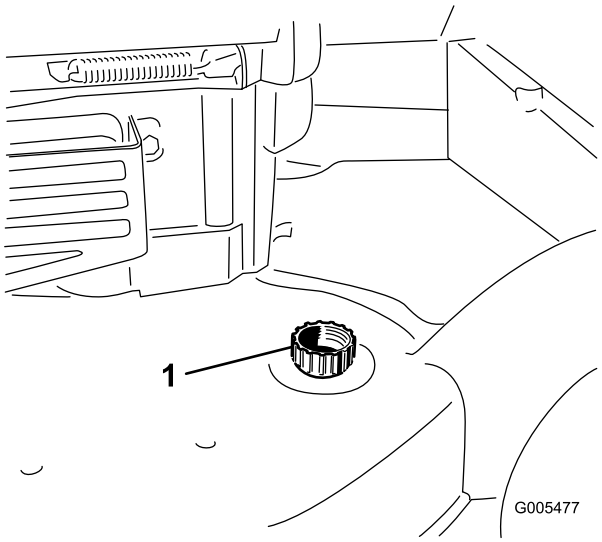

Bild 39
3. Befestigen Sie einen Gartenschlauch, der an einen Wasserhahn angeschlossen ist, am Wasseranschluss am Rasenmähergehäuse (Bild 39).